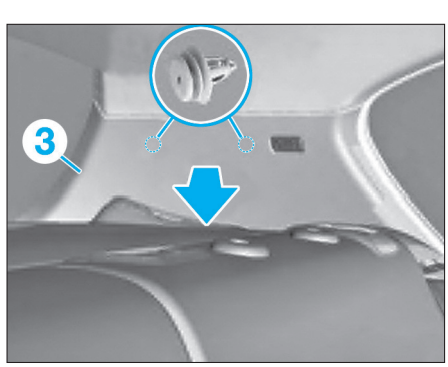

FIG. 6
- la garniture (3) **(Fig.6)**.